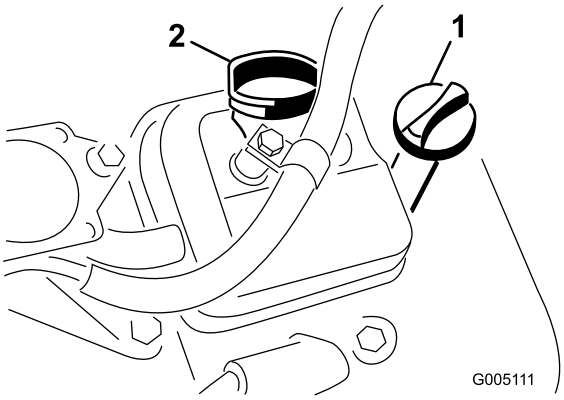

Figur 21
3. Sæt målepinden ned i målepindsrøret, og sørg for, at den sidder helt i bund (Figur 21).